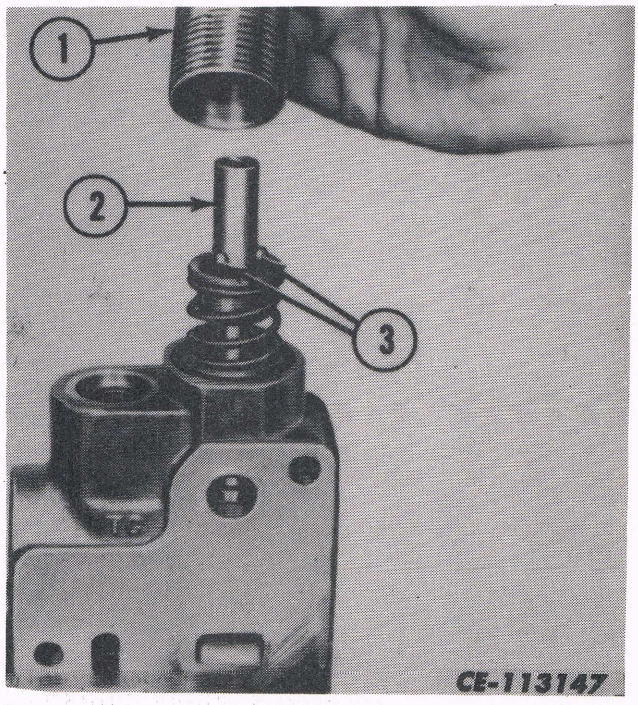

Fig. 11
6. Position the three detent balls in the actuator holes as illustrated, using petroleum jelly to hold them in place. See Fig. 11.